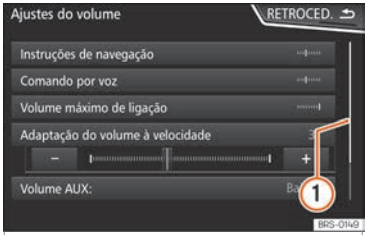

Fig. 178 Entradas de uma lista de um menu de ajustes.
A barra de deslocação exibe-se à direita e o seu tamanho depende das entradas da lista ››› Fig. 178 ①.